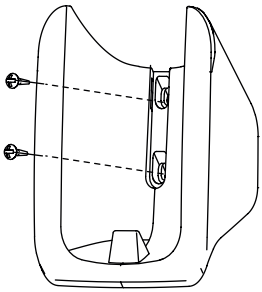

Rysunek 2.3
1) Użyj śrub (akcesoria) w celu zamocowania i zabezpieczenia uchwytu pilota w stabilnej pozycji (patrz Rysunek 2.3).